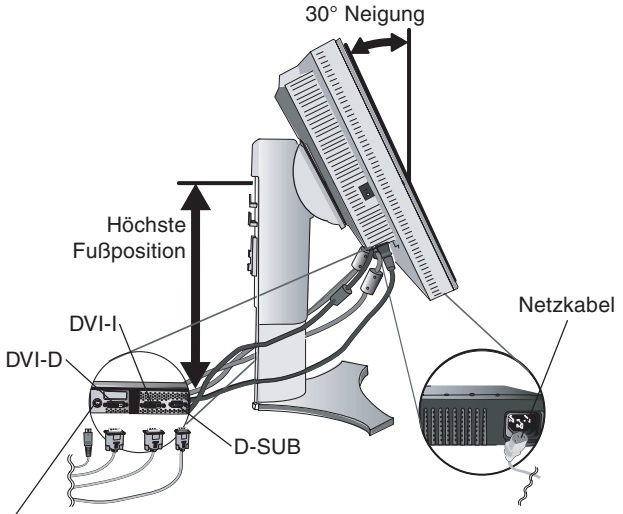

Abbildung C.1
3. Fassen Sie den LCD-Bildschirm auf beiden Seiten an, neigen Sie ihn in einem Winkel von 30 Grad, und heben Sie ihn in die höchste Position (**Abbildung C.1**).
4. Verbinden Sie alle Kabel mit den entsprechenden Anschlüssen (**Abbildung C.1**).